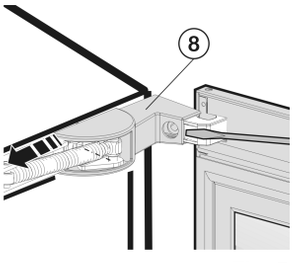

Fig. 5
- ▶ Carefully lift the cover of the turn hinge *Fig. 5 (8)* using a screwdriver and slide it forwards.
- ▶ Set the soft stop mechanism at an angle away from the appliance and remove the cover *Fig. 5 (8)*.
- Re-engage the cover of the turn hinge *Fig. 5 (8)*.